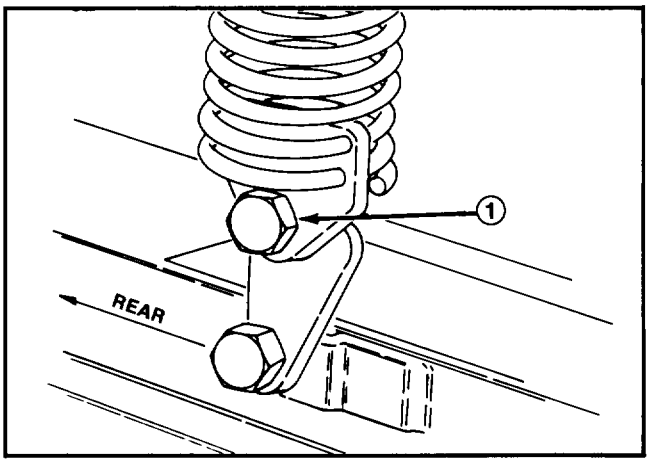

Figure 12
3. Position the knee link mount hole to the rear and toward the outside of the cutter deck. Then, attach the knee link to the lower spring end with a shoulder bolt, flatwasher and locknut (Fig. 12, 13).
4. Insert a shoulder bolt through the knee link and install a flatwasher. Install the assembly into the deck bracket hole and secure to the deck with a locknut (Fig. 12, 13).
IMPORTANT: The top knee link hole must face toward the rear (Fig. 12). Otherwise, the extension spring could fold under the traction unit frame when the deck is fully raised.